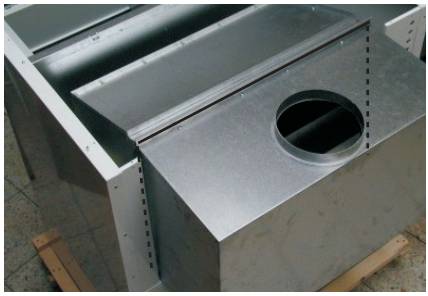

Рис.7
3. Вытянуть часть прерывателя тяги и повернуть его так, что горловина дымохода было в направлении вертикально вверх. Установите часть прерывателя тяги в переходник и закрепите с помощью 10 саморежущих винтов. Линия на рис.7 изображает соединение двух частей прерывателя тяги.